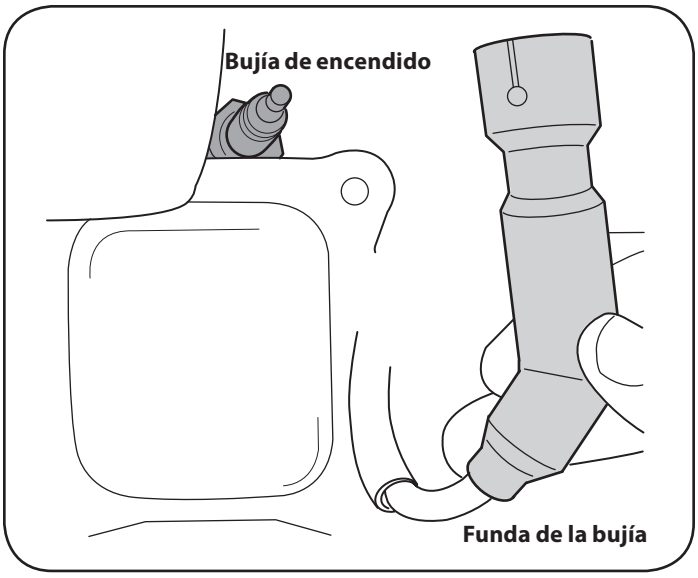

Figura 13
1. Retire la funda de la bujía y utilice una llave para bujías para extraerla. Vea la Figura 13.